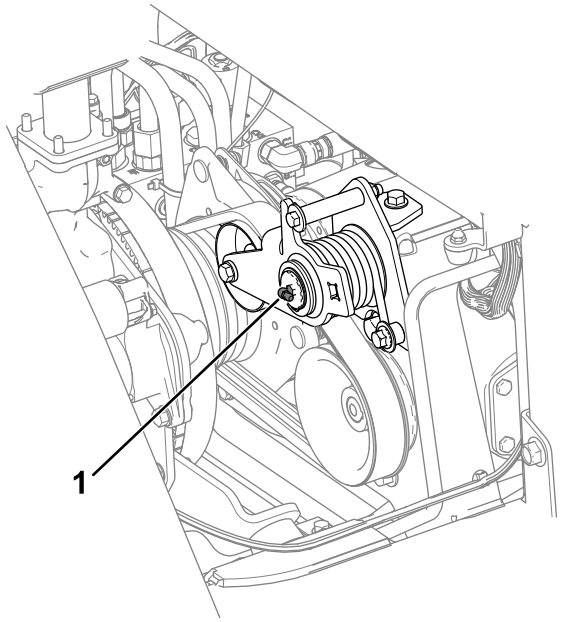

Рисунок 44
- Рычаг натяжного ролика (Рисунок 44)